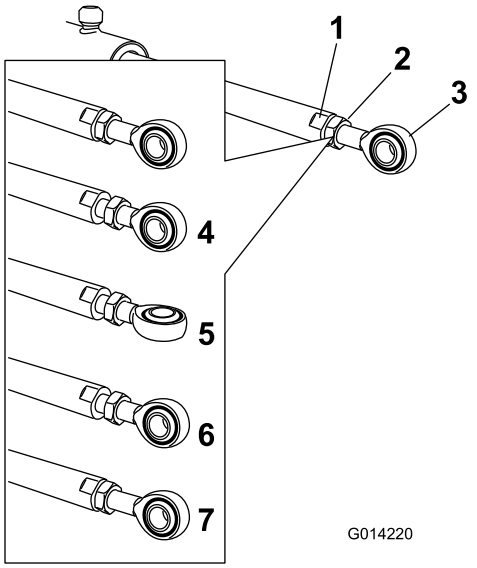

Bild 114
5. Halten Sie die Aktuatorstange mit einem Schraubenschlüssel an den Flächen der Stange fest und lösen Sie die Klemmmutter (Bild 114).
6. Drehen Sie das Stangenende in der Aktuatorstange, um den ausgefahrenen Aktuator auf die gewünschte Stellung zu verlängern oder zu verkürzen (Bild 114).